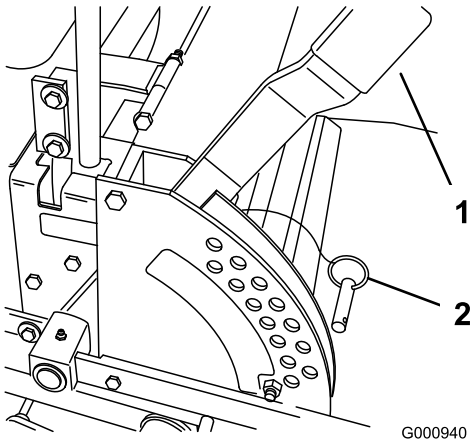

Figuur 16
1. Zet de maaihoogtehendel omhoog in de transportstand (eveneens de maaihoogtestand van 127 mm) (Figuur 16).
2. Om de maaihoogte in te stellen, verwijdert u de gaffelpen uit de maaihoogtebeugel (Figuur 16).
3. Kies de opening in de maaihoogtebeugel die correspondeert met de gewenste maaihoogtestand, en steek daarin de gaffelpen (Figuur 16).